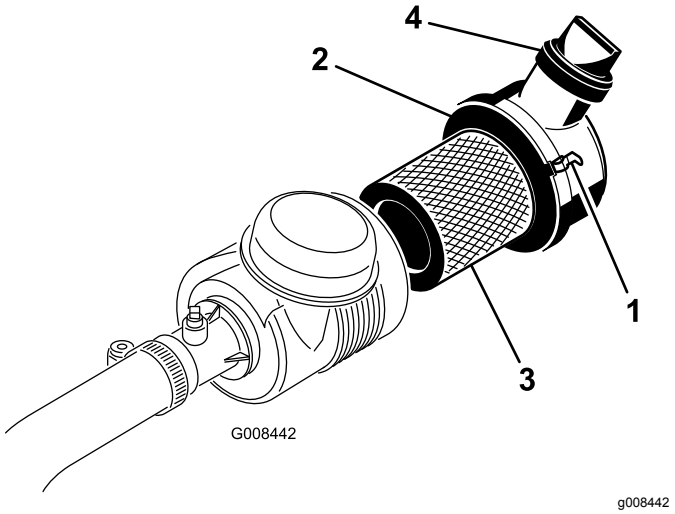

Figuur 33
1. Maak de sluitingen los waarmee het deksel van het luchtfilter is bevestigd aan het luchtfilterhuis (Figuur 33).
7. Zorg dat het deksel met de vergrendelingen vastzit aan de behuizing (Figuur 33).